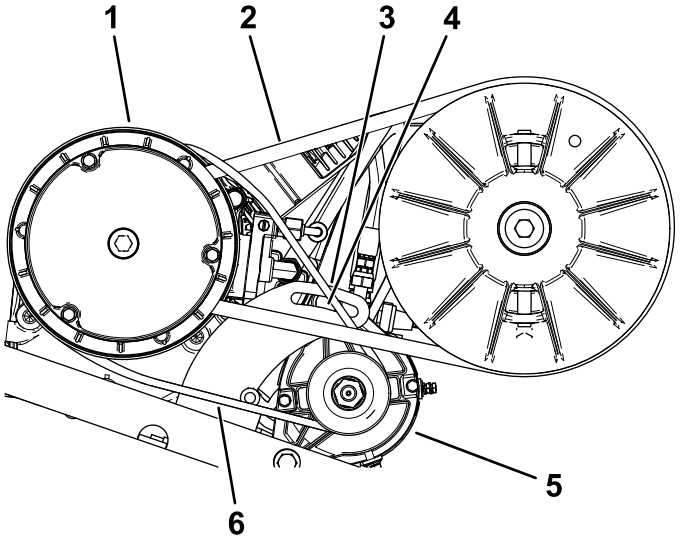

Figuur 68
2. Draai de ankerbout van de dynamo van de starter los (Figuur 68).
4. Duw het breekijzer naar beneden om de starter omlaag in de sleuf te draaien tot de riem niet meer dan 6 mm doorbuigt als u een kracht van 44 N·m uitoefent (Figuur 68).
5. Draai de kantelmoer met de hand vast en verwijder het breekijzer (Figuur 68).